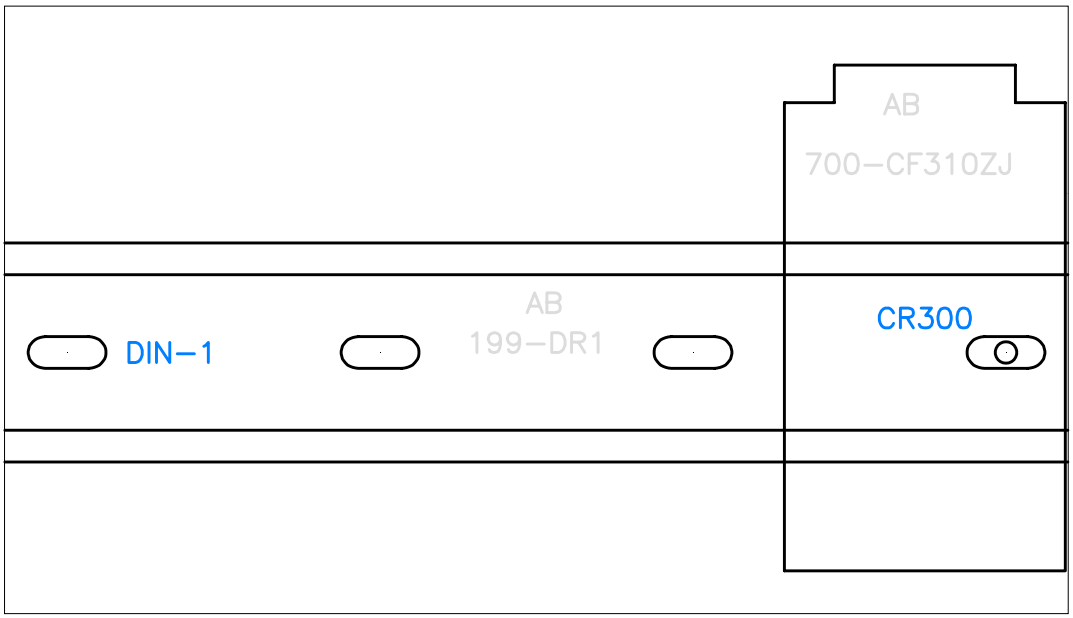

Figure P2-22 *DIN-1 attribute moved*
2. Select DIN-1 attribute and move it to a new location, as shown in Figure P2-22.